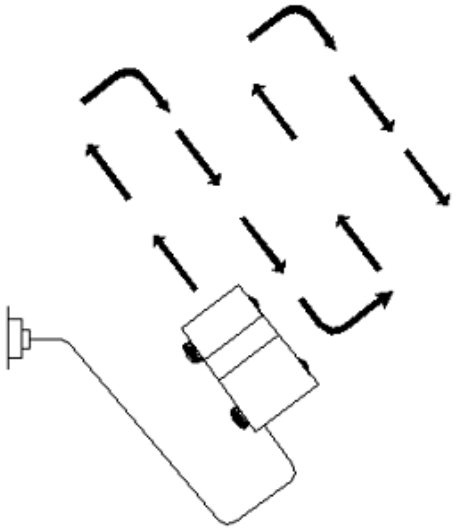

Rys. 11
2. Unikaj pracy w sytuacji gdzie nie możesz łatwo poruszać przedłużaczem. Dla wygody najlepiej rozpocznij pracę w pobliżu zasilacza i oddalaj się od źródła zasilania. Rozpocznij pracę poruszając się pod kątem prostym od zasilacza i umieść przewód zasilający na boku, po którym już przejeżdżałeś (jak na Rys. 11)